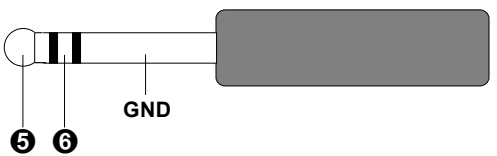

Abb. 1: Verbindungsschema des Stereo-Klinkensteckers an Buchse ❹
❶, ❷, ❸ : 3 miteinander verbundene Buchsen, eine (❶) davon für 6.3 mm **Mono**-Klinkenstecker
❹ : Buchse für 6.3 mm **Stereo**-Klinkenstecker
❺ : Buchse; intern verbunden mit "Spitze" des Stereo-Klinkensteckers an Buchse ❹ (s. Abb. 1)
❻ : Buchse; intern verbunden mit "Ring" des Stereo-Klinkensteckers an Buchse ❹ (s. Abb. 1)